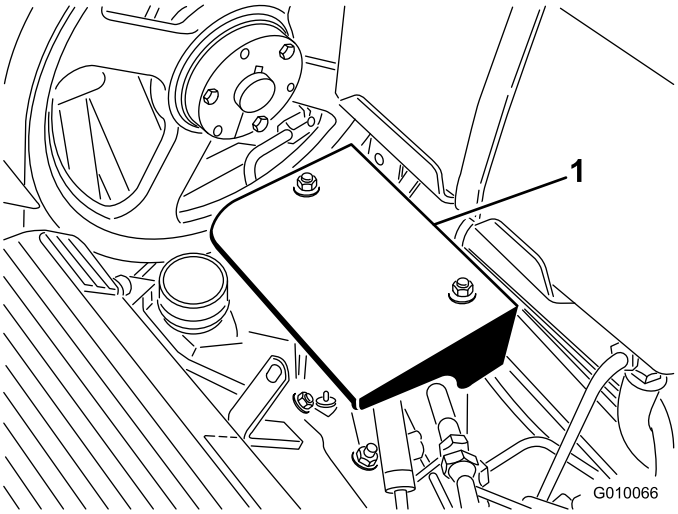

**Figuur 56**
2. Draai de 2 montagemoeren van het scherm van de pomp los en verwijder het scherm (Figuur 56).